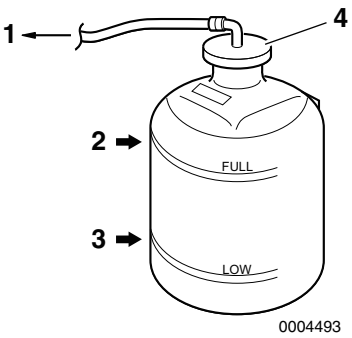

Figure 12
6. Check the coolant level in the reservoir. The level should be at the FULL mark **(Figure 12, (2))**.
7. Remove reservoir cap **(Figure 12, (4))** to add coolant if necessary. Do not add water.
9. Check the rubber hose **(Figure 12, (1))** connecting the reservoir to the coolant tank / heat exchanger. Replace if damaged.